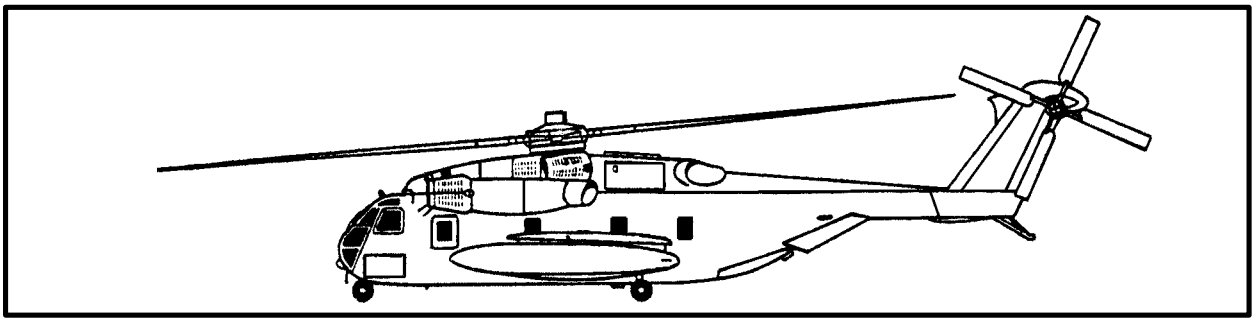

*Figure 2-18. H-53E Super Stallion*
**g. H-53E.** The triple engine H-53E Super Stallion (Figure 2-18) is a growth variant of the CH-53D. Its